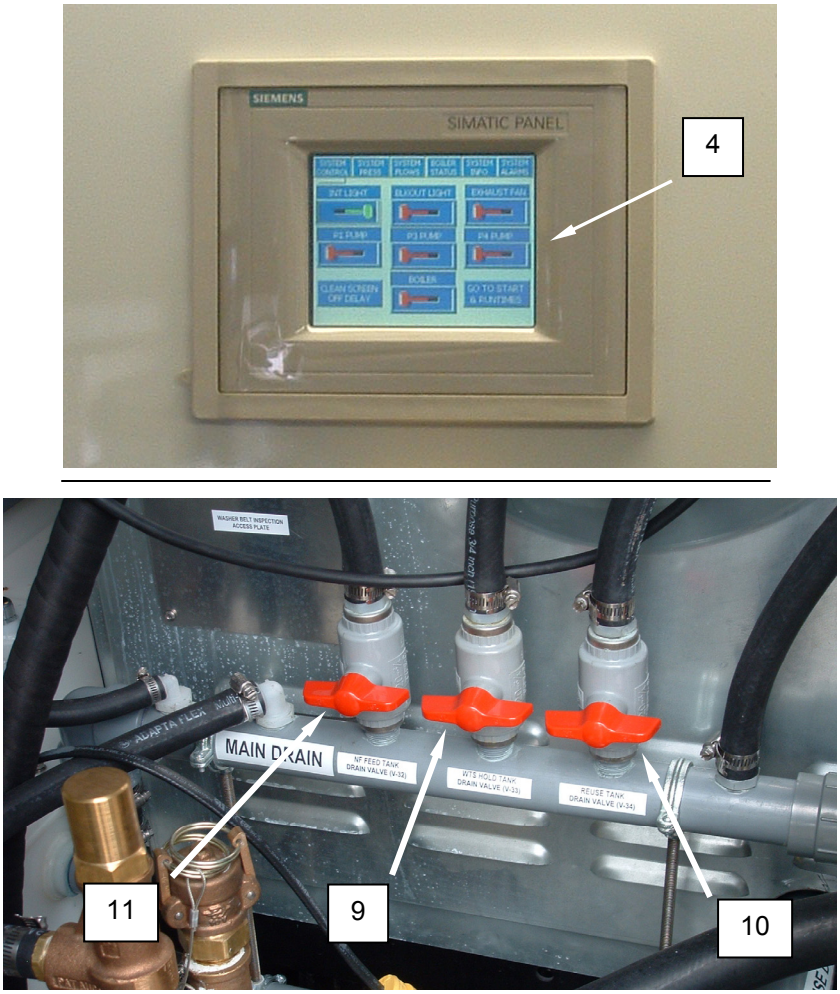

Figure 8. Nanofilter Cleaning Procedure – Cycle Cleaning Agent.
11. Switch Pump P-4 **(Figure 8, Item 4)** ON at the PLC and allow it to run for at least 15 minutes.
12. Switch Pump P-4 **(Figure 8, Item 4)** OFF at the PLC.
13. Wait 15 minutes, then switch Pump P-4 **(Figure 8, Item 4)** ON at the PLC and allow it to run for at least 15 minutes.
14. Switch Pump P-4 **(Figure 8, Item 4)** OFF at the PLC.
15. Wait 15 minutes, then open Nano Feed Tank drain valve V-32 **(Figure 8, Item 11)** and allow to drain.
16. When Nano Feed Tank has drained, close Nano Feed Tank drain valve V-32 **(Figure 8, Item 11)**.
17. Close WTS Hold Tank drain valve V-33 **(Figure 8, Item 9)** and Reuse Tank Drain Valve V-34 **(Figure 8, Item 10)**.